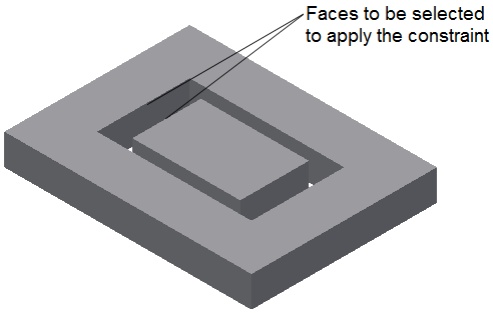

***Figure 18-36*** *Faces selected to apply the Mate constraint*
8. Now, apply the Mate constraint with an offset value of 10 mm between the selected faces as shown in Figure 18-36; the Inner Plate shifts toward right.